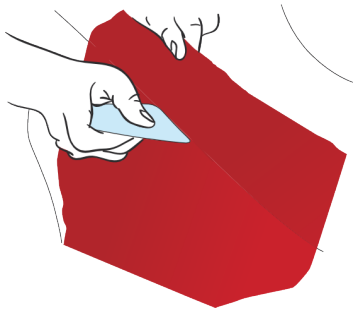

Figure 30
- Marquer les contours de la pièce : décoller le film de la pièce adjacente et emmener le dans le creux à l'aide de la raclette, afin de bien marquer le bord du joint. (FIG. 30)